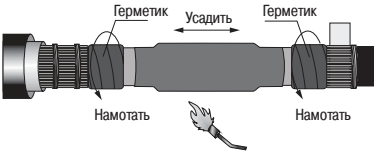

Рисунок 9
4.16 Н двинуть н гильзу трекингостойкую трубку (кр сного цвет) для изолиров ния гильзы. Уст новить её по центру гильзы и ус дить, н чин я с середины и д лее в н пр влении торцов. После ус дки трубки по торц м должен быть виден выступивший р спл вленный клей (рисунок 9).
4.17 Обезжирить жилы к беля н р с-стоянии 100 мм от мест отгиб проволок экр н и подмот ть 2–3 витк ленты герметик с обоих концов к беля (рисунок 9).